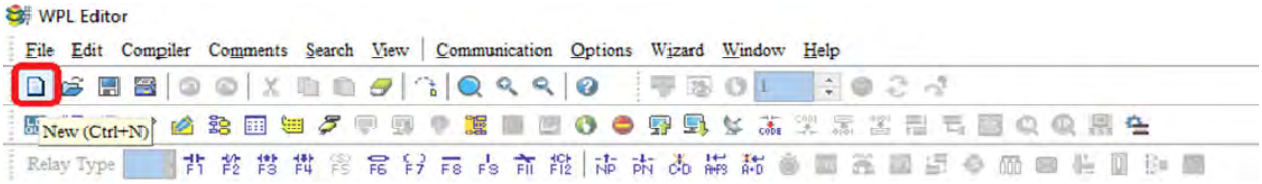

Figure 16-4
Step 3: Click on the icon on the toolbar: opens new file (Ctrl+N), see figure 16-4 below